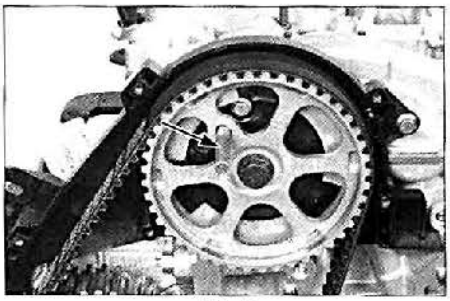

FIG. 8
- Calar la rueda dentada de eje de levas con un pasador de 8 mm de diámetro y 55 mm de largo o del útil PSA 0194-B **(fig. 8)**.
• Calar con pasador la rueda dentada de eje de levas **(fig. 8)**.